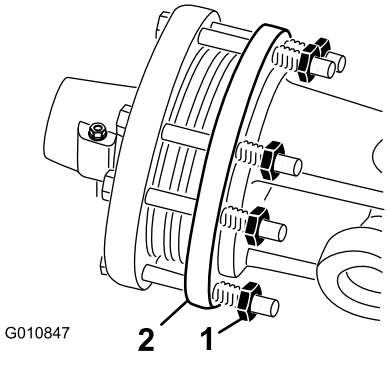

Figur 49
1. I slutet av säsongen ska alla kopplingsmuttrar vridas två varv bakåt (Figur 49).